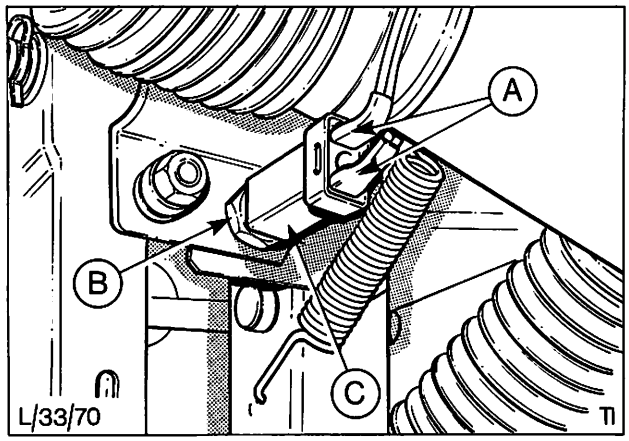

Abb. 89 A = Anschlüsse – Kabelstrang
2. Kabel vom Schalter abklemmen, Kontermutter des Schalters entfernen und Schalter ausbauen, Abb. 89.